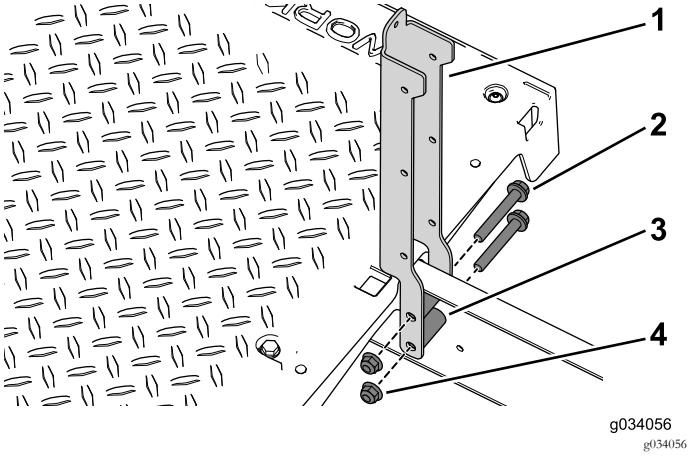

Bild 92
2. Befestigen Sie die linken und rechten Sitzstützen mit den vier Bundbolzen (3/8" x 2½"), Distanzstücken und Bundmuttern an der Maschine (Bild 92).